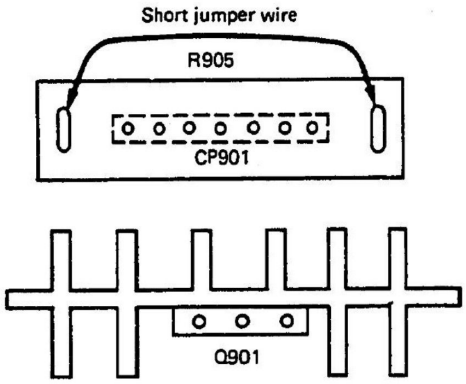

Fig. 2
3. Short R905 using a shorting lead wire as shown in Fig. 2.